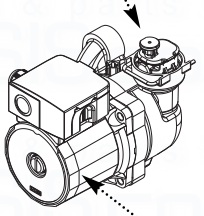

Fig. 59
6. Open the cap on the automatic air vent on the pump body by pulling upwards (Fig. 59).